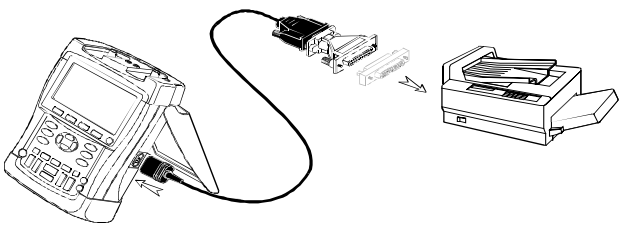

Figura 34. Conexión a una impresora en serie
- Cable/adaptador RS-232 optoaislado (PM9080) para conectar una impresora en serie al OPTICAL PORT (puerto optico) del instrumento de medida. (Consulte la figura 34.)